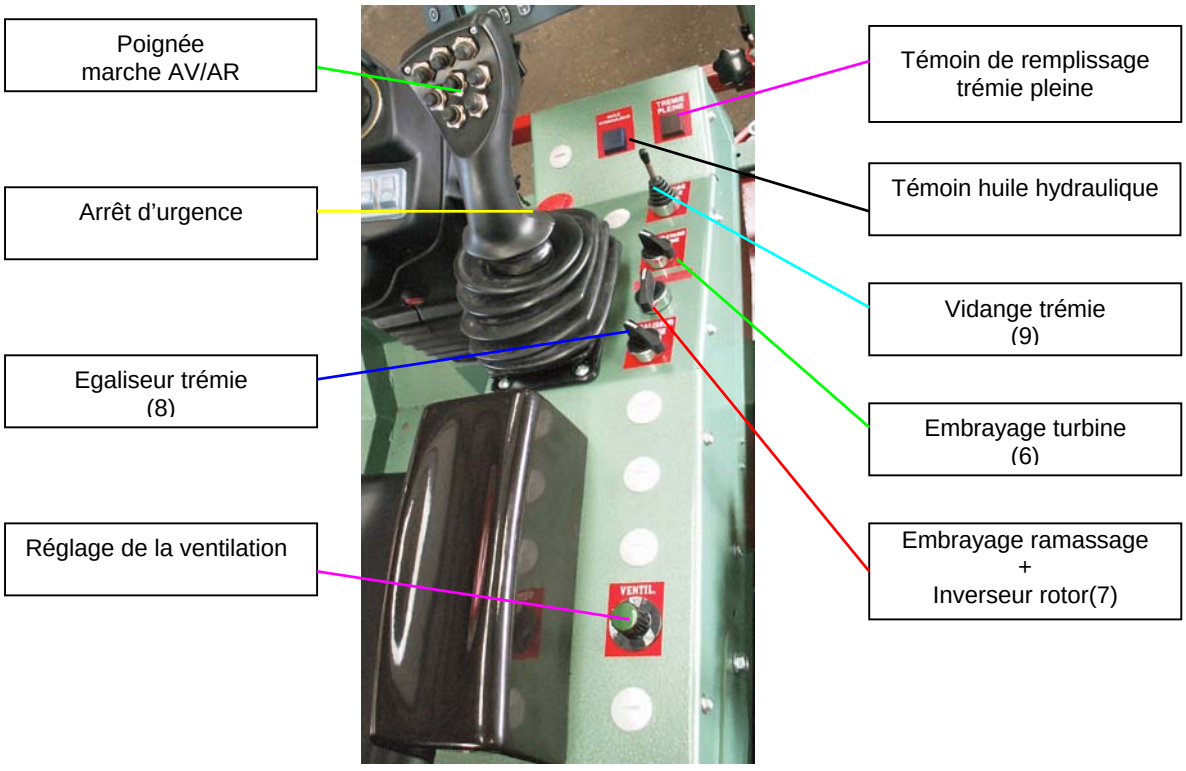

Figure 4
- Mettez le contact en tournant la clé d'un cran (figure 4, repère 3), actionnez le démarreur en tournant la clé à fond.